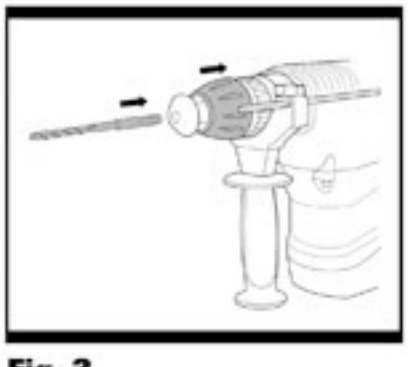
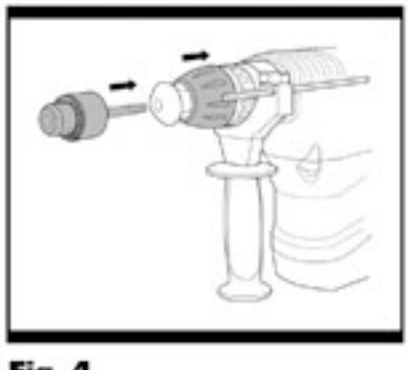

Fig. 3
Fig. 4
3. MONTAGE DES FORETS DANS LE MANDRIN (Fig. 3 & Fig. 4)